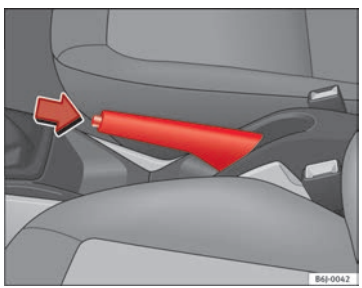

Fig. 111 Freno de mano entre los asientos delanteros
– Tire con fuerza de la palanca del freno de mano hacia arriba ⇒ fig. 111.
– Tire ligeramente de la palanca hacia arriba, presione el botón de desbloqueo en la dirección de la flecha ⇒ fig. 111 y baje completamente la palanca ⇒ ⚠.